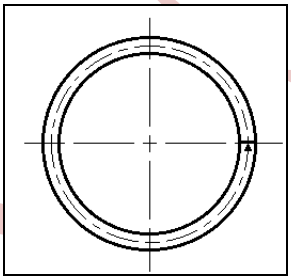
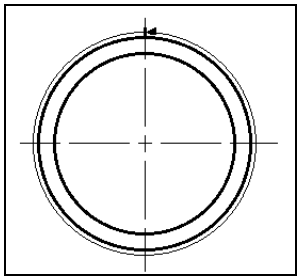

FIGUUR 6.1
FIGUUR 6.2
3.2 FIGUUR 6.1 toon 'n pypopening wat die gemiddelde omtrek aandui. FIGUUR 6.2 toon 'n pypopening wat die buiteomtrek aandui.
Vergelyk die TWEE sketse en identifiseer watter omtrek gebruik moet word om die pyp te maak. Skryf slegs FIGUUR 6.1 of FIGUUR 6.2 langs die vraagnommer (3.2) in die ANTWOORDBOEK neer. (1)
3.3 Noem DRIE dinge wat 'n hyskraanbestuurder nie moet doen terwyl hy/sy 'n hyskraan bewerk nie. (3)